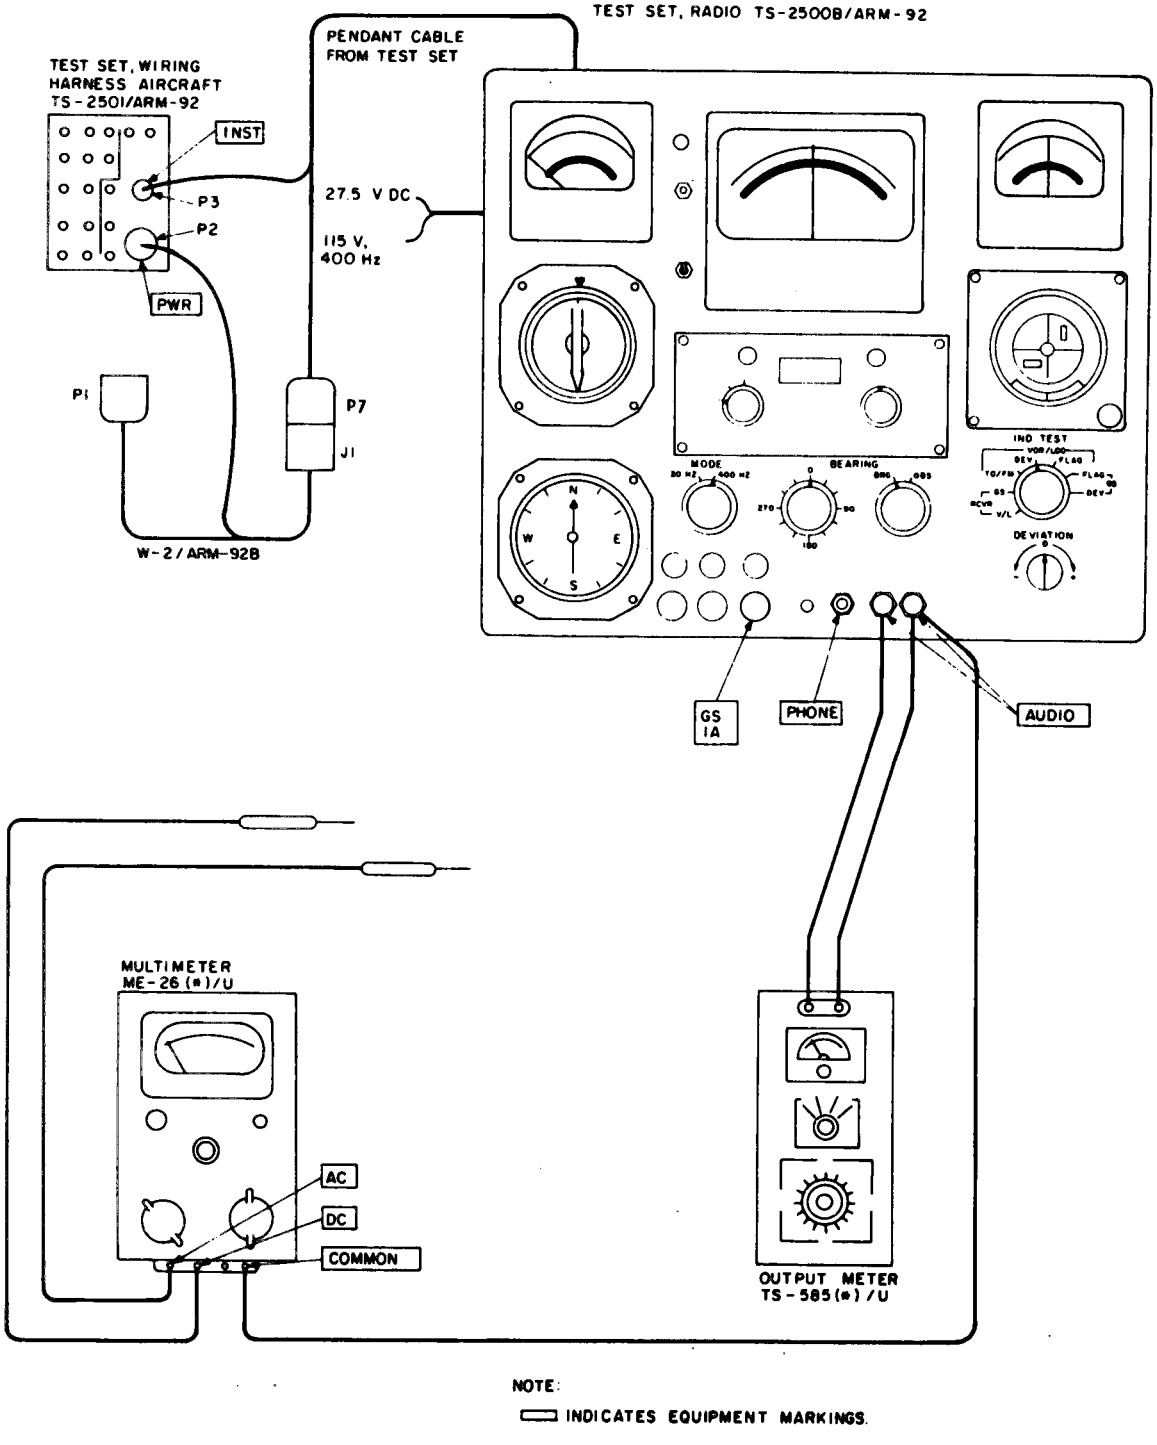

Figure 4-6. Control unit test (G/S function).
(1) Multimeter ME-26(*)/U.
(2) Output Meter TS-585/(*)/U.
(3) Telephone plug.
b. Test Connections and Conditions. Connect the equipment as shown in figure 4-6.